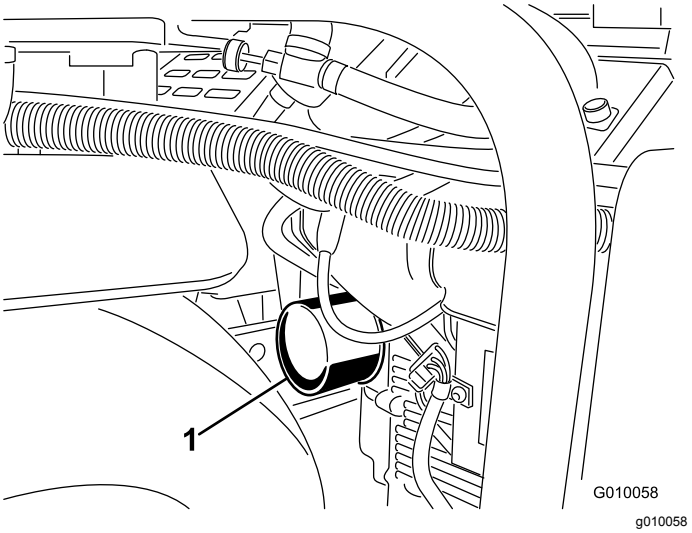
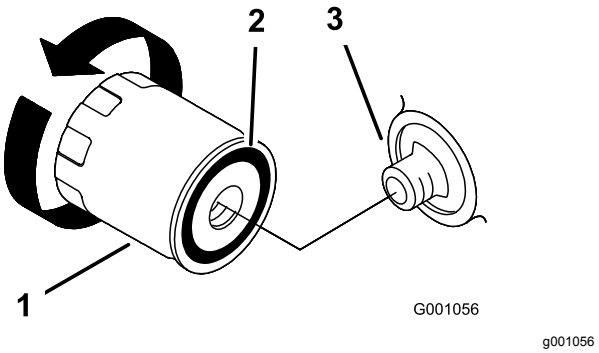

Figur 46
Figur 47
5. Plasser et grunt fat eller en fille under oljefilteret for å fange opp olje (Figur 46).
6. Fjern det brukte filteret (Figur 46 og Figur 47), og tørk av filteradapterens pakningsflate.